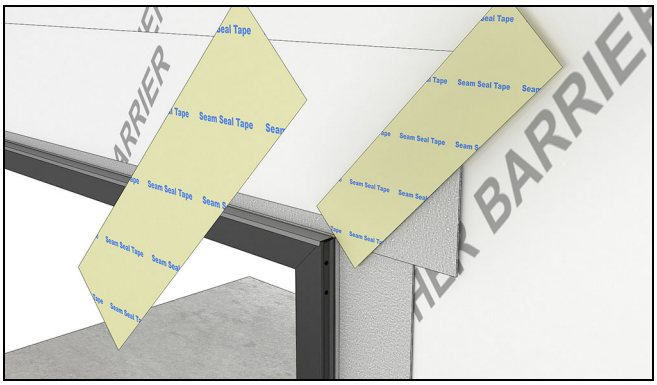

Figure 57
10. Fold the head jamb WRB down over the head jamb flashing. Apply seam seal tape over the diagonal cut in the WRB. Make sure the seam seal laps onto the window. Tape any seams and fasteners directly above the unit with seam seal tape. See Figure 57.